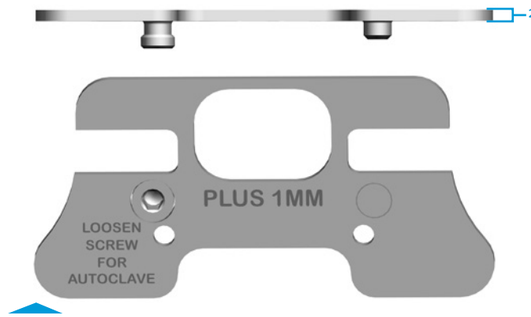

Fig. 72
- Attach the Plus 1mm Cut Block to the appropriate 6° Distal Femoral Guide **(Fig. 72)**.